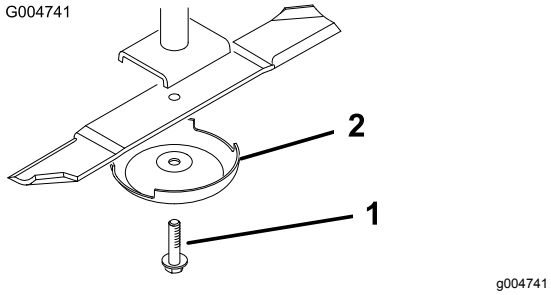

Figur 24
3. Ta bort knivskruven, antiskalpbehållaren och kniven från spindelaxeln (Figur 24).